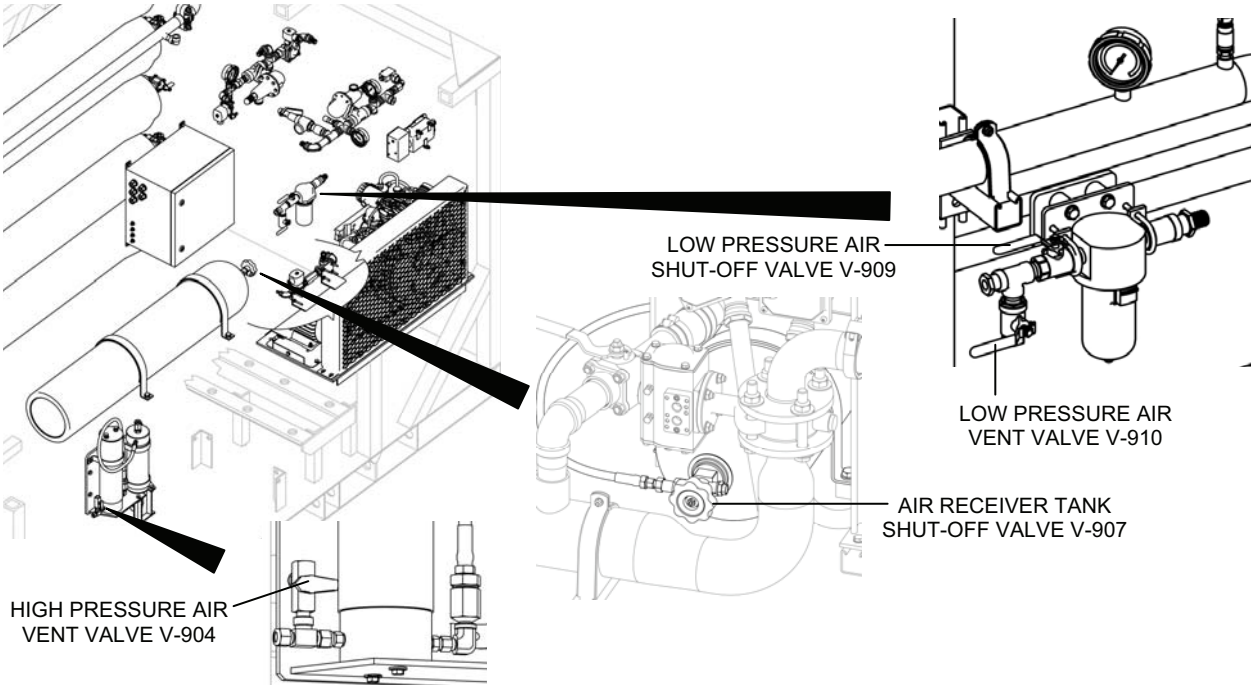

Figure 1. Valves for Bleeding the Entire Air System.
2. Bleed the entire air system as follows (Figure 1):